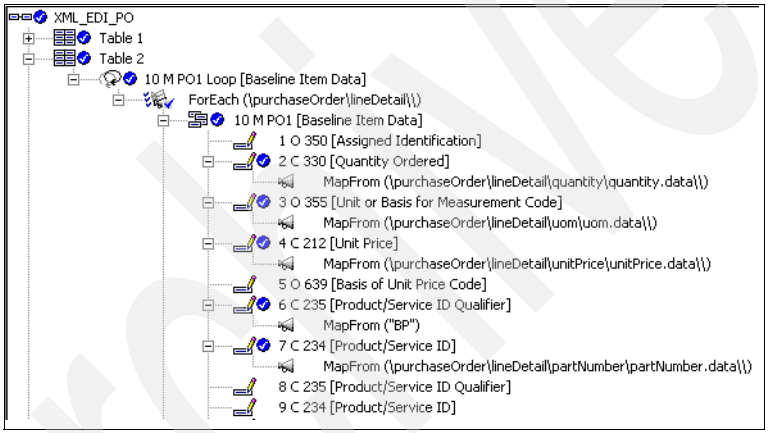

Figure 18-15 PO1 mapping commands
7. When complete the mapping command window should appear as shown in Figure 18-15.